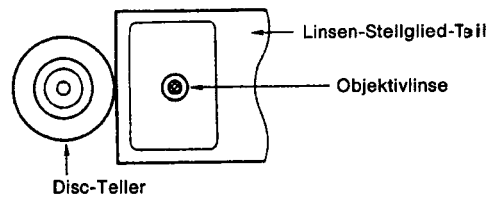

Abb. 9
6. Überprüfung der Objektivlinse (Abb. 9)